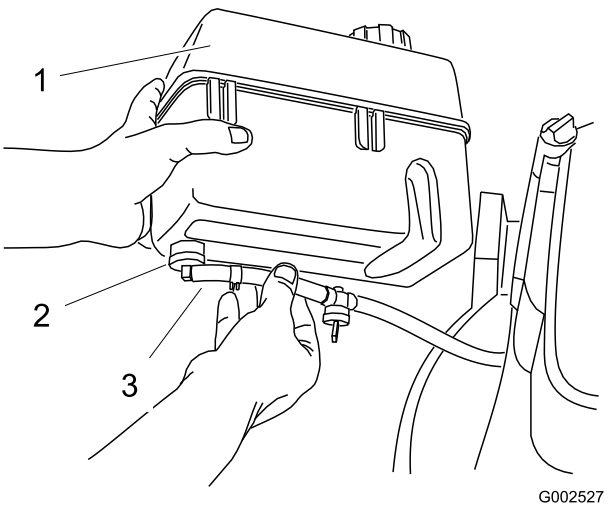

Bild 5
1. Schieben Sie das Ende der Kraftstoffleitung auf den Krümmer (Bild 5).
2. Befestigen Sie die Kraftstoffleitung dort mit der Kraftstoffleitungsschelle (Bild 5).